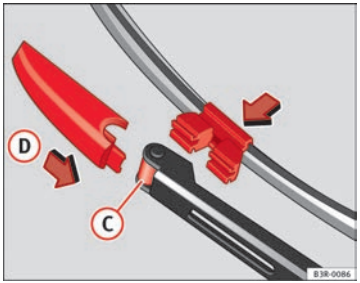

Fig. 185 Fitting the wiper blade
– Fit the new wiper blade into the mounting on the wiper arm ⇒ Fig. 185 (C).
– Slide the retainer catch on the wiper blade in direction (D) so that it clicks into place on the wiper arm.